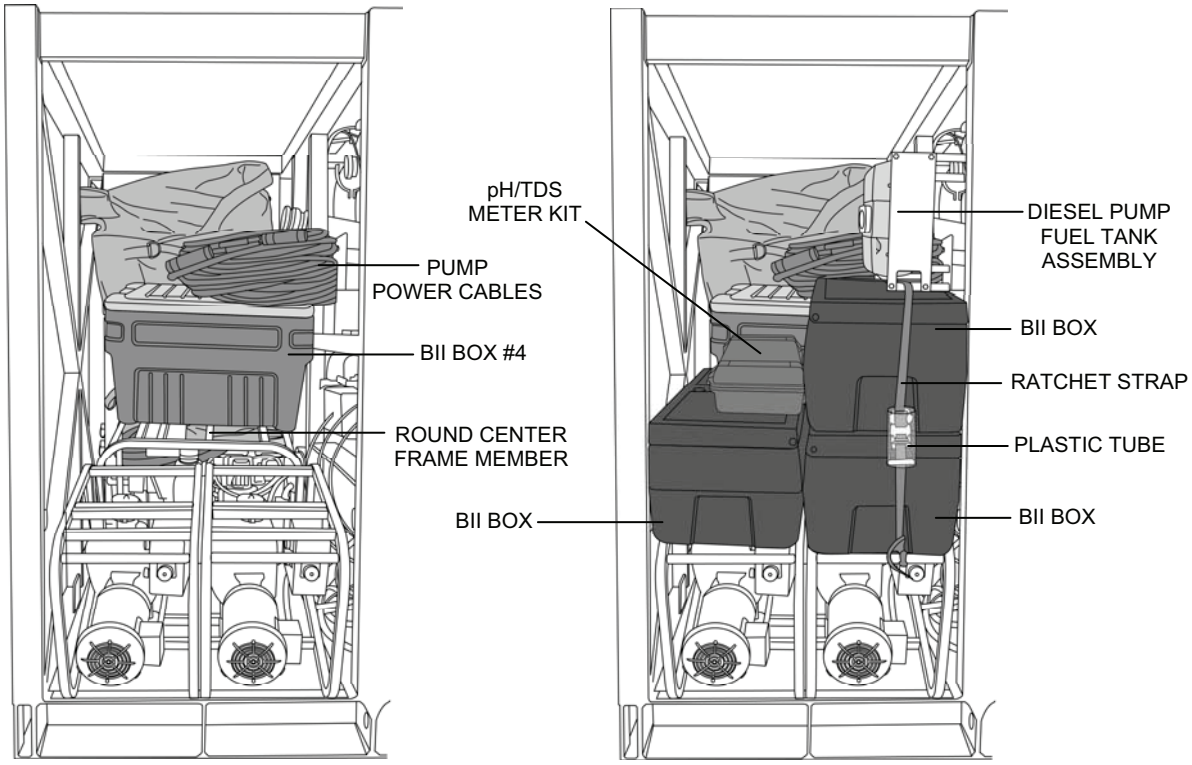

Figure 11. Operator Station Packout 5 and 6.
22. Hook the long section of the two 10-ft. ratchet straps to the round center frame member of the diesel pump skid and temporarily lay the straps on the pump power cables (Figure 11).
23. Place BII Box #4 on top of the diesel pump skid and place the pump power cables on top of the box (Figure 11).
24. Place the remaining three BII boxes and the diesel pump fuel tank assembly on top of the motor-driven pump skids (Figure 11).